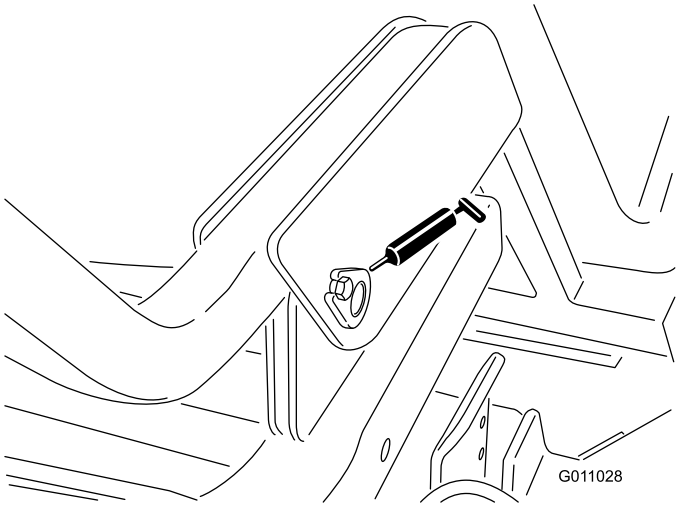

Figuur 32
- Draaipunt van hopper (onder) (2) (Figuur 32).